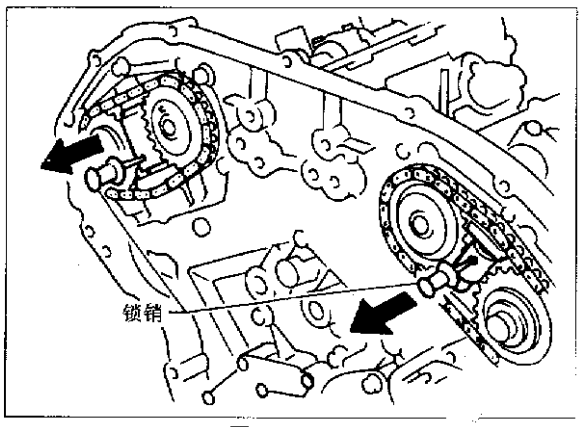

图 2－4－32
(10)凸轮轴链轮上的安装标记应与正时链上的安装标记对准，见图 2－4－33。
(12) 将左、右两侧标有安装标记 1 的凸轮轴链轮装在正时链上。
(13) 拧紧左、右两侧标有安装标记的凸轮轴链轮螺栓。